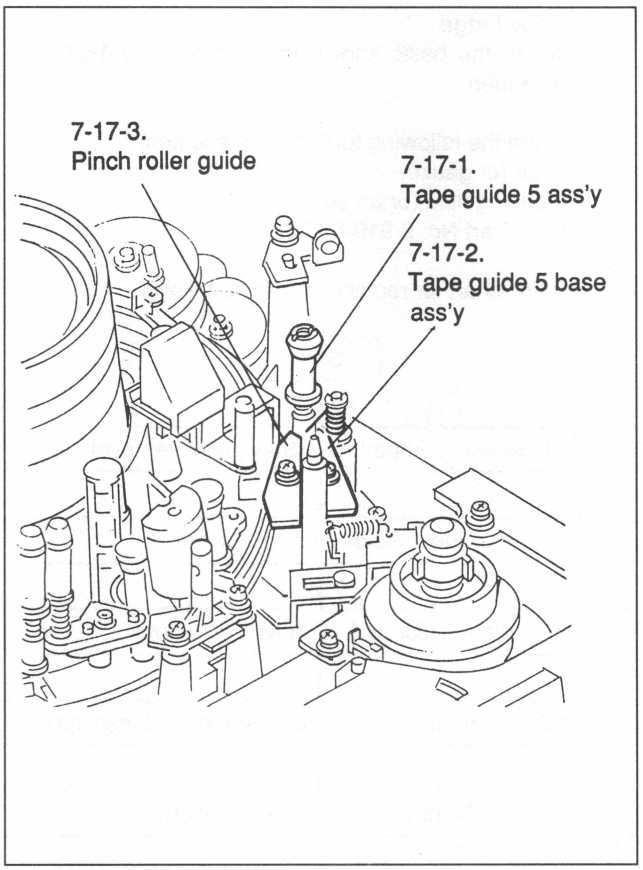

Fig.7-17-1 Tape Guide 5 Block
A. The Tape Guide 5 Block Replacement is explained in the order below. (Fig. 7-17-1)